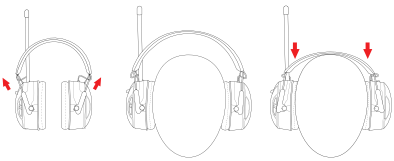

Figure 1 Figure 2 Figure 3
- Déployer complètement les glissières (figure 1).